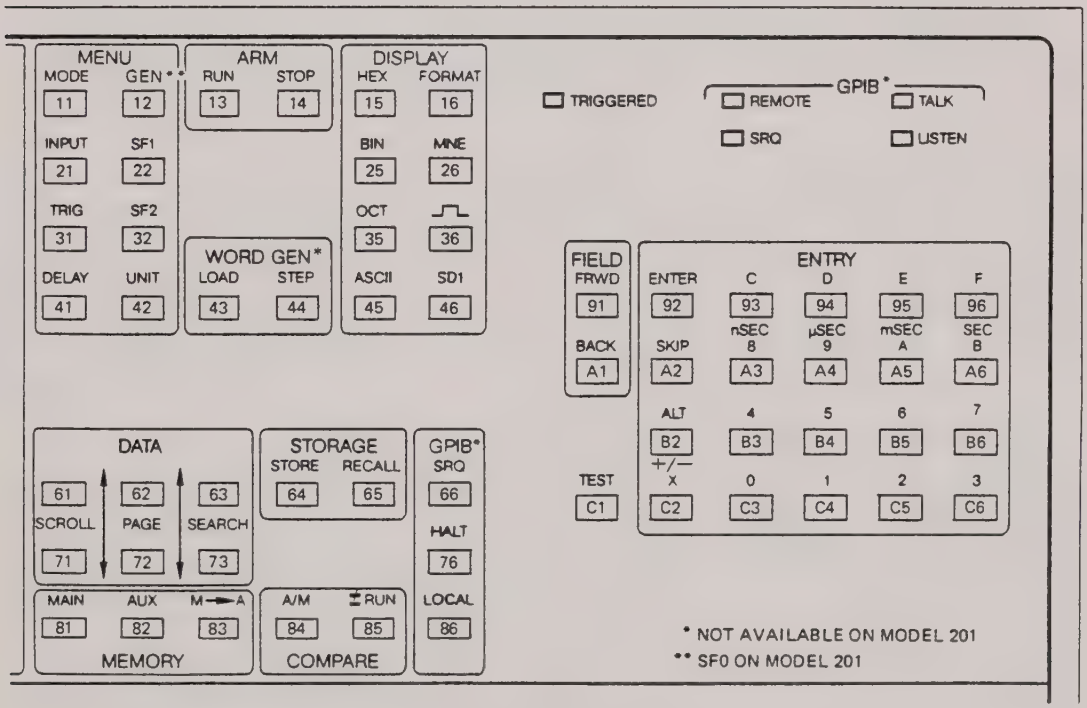

Figure 4.16 - Front Panel Key Designator Code
4.12.3.5 **KEY TEST** - for performance of this test, refer to Figure 4.16 which shows the front-panel Key Designator Code. Each code designator comprises the row and column location assigned to that key. To initiate the test, press the "5" key.